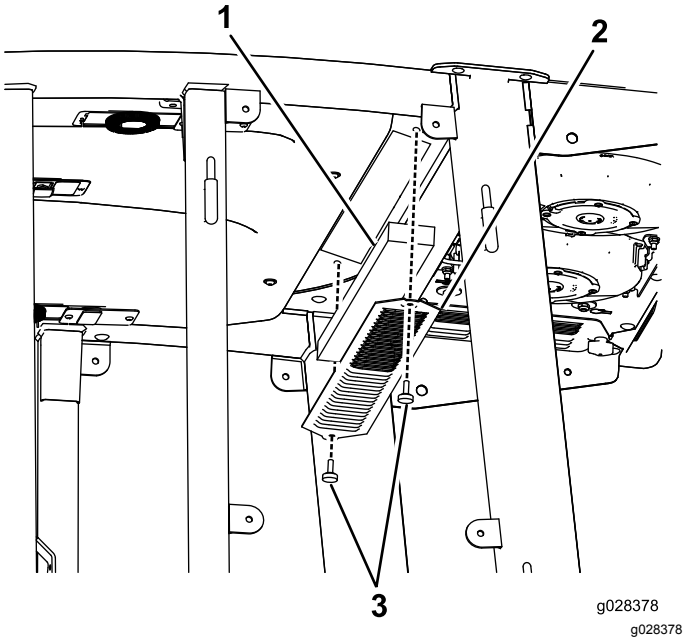
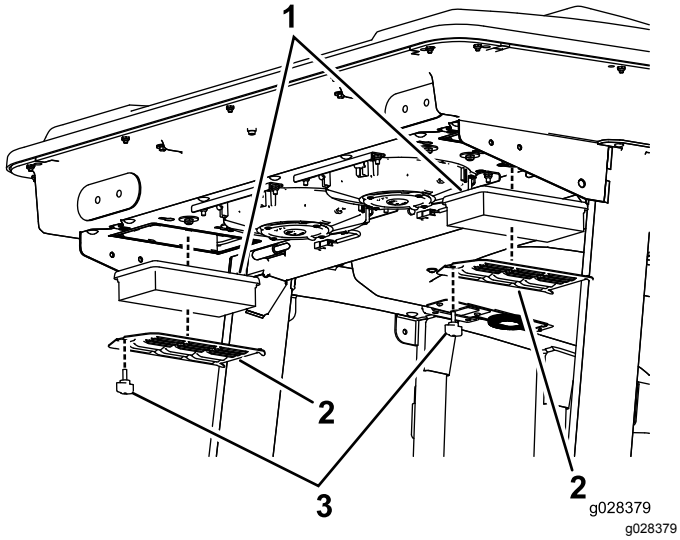
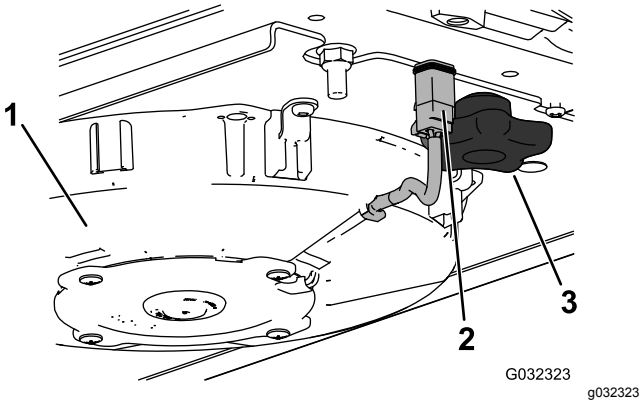
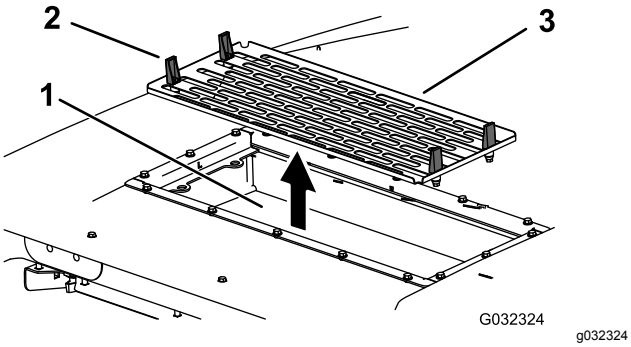

Figuur 91
Figuur 92
Figuur 94
Figuur 95
1. Verwijder de schroeven en de roosters van boven de luchtfilters in en achter de cabine (Figuur 91 en Figuur 92).
5. Verwijder de luchtfilters (zie Figuur 92).
7. Plaats de luchtfilters, het scherm en de ventilator (Figuur 92, Figuur 94 en Figuur 95).
8. Koppel de draden van de ventilators af (Figuur 94).